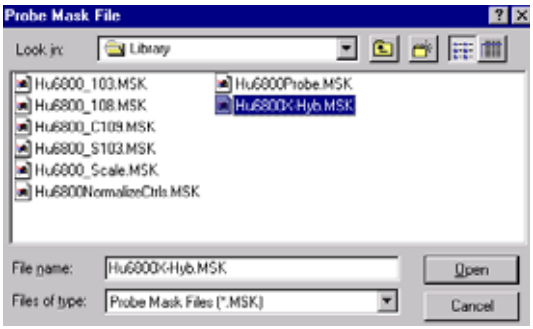

Figure G.15
⇒ The Probe Mask File dialog box appears **(Figure G.15)**.
2. In the Probe Mask File dialog box, double-click the cross hybridization probe mask you wish to combine with another cross hybridization probe mask(s) **(Figure G.15)**.
This composite probe mask is combined with the probe mask selected in step 2 (for example, Hu6800X-hyb.MSK in **Figure G.15**) as specified in step 9 (*And* or *Or* fashion, or overwrites the selected cross hybridization probe mask).